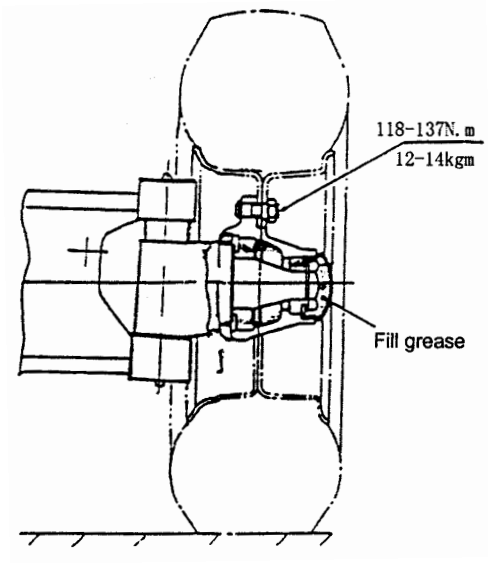

Fig5.7 Pre-load adjustment
**(4) Rear wheel bearing pre-load adjustment**
a. As shown in Fig5.7, fill up the chamber formed by wheel hubs, wheel hub bearing and wheel hub covers with lubricating grease. Coat the lips of the oil seals with lubricating grease.